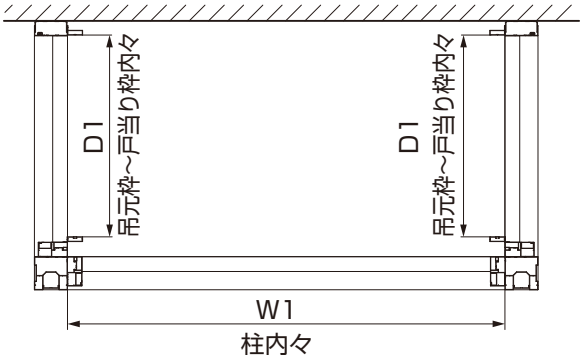
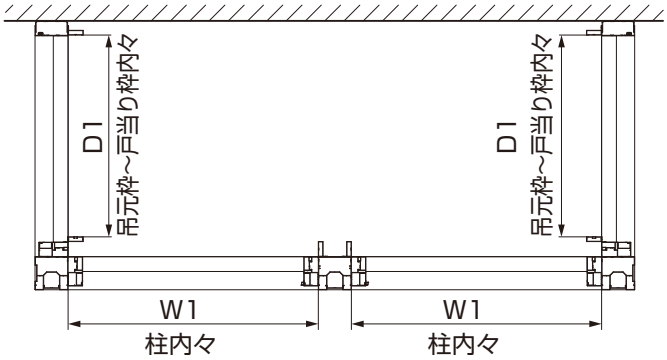

図7-1　1.5間～3.0間 基本タイプ
図7-2　2.5間以上 腰壁タイプ
①タイプに合わせて柱内々寸法W1を計測してください。（図7-1、図7-2参照）
③タイプに合わせて戸当り枠～吊元枠内々寸法D1を計測してください。（図7-1、図7-2参照）